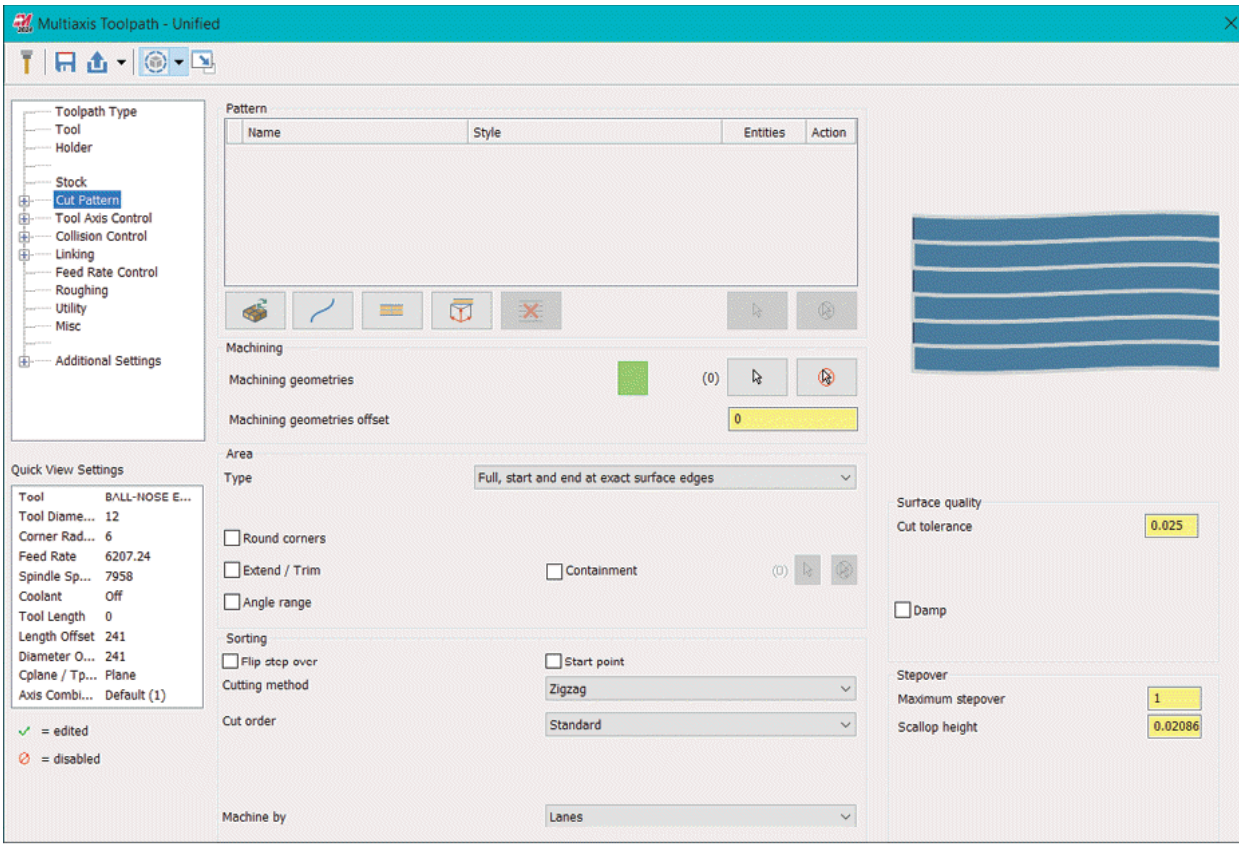

Figure-15. Cut Pattern options for Unified toolpath
- Click on the **Cut Pattern** option from the left in the dialog box. The options in the dialog box will be displayed as shown in Figure-15.